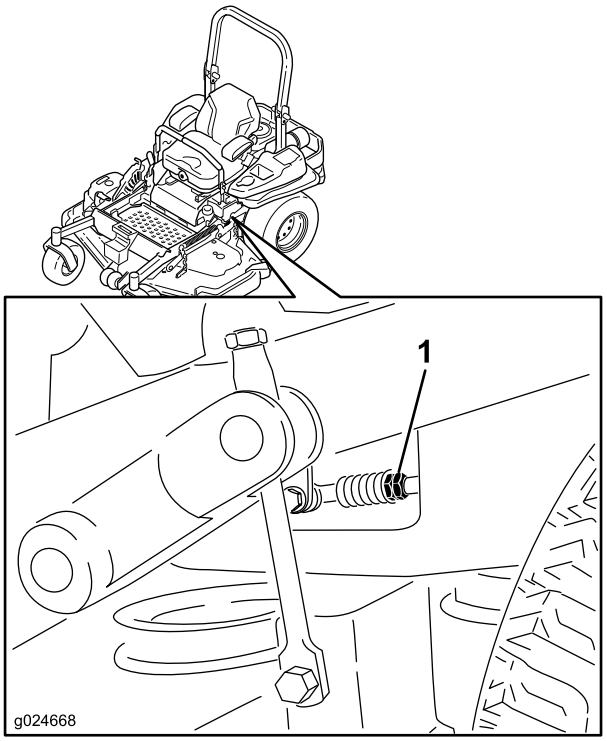

Figur 78
8. Juster pumpekontrolstangens længder ved at dreje dobbeltmøtrikkerne på stangen i den relevante retning, indtil hjulene kryber en smule i bakgear (Figur 78).